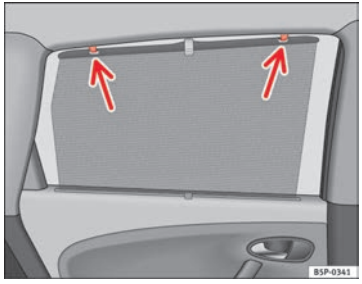

Fig. 85 Rear door sun visor ▶
– Pull out the visor and hook it onto the hooks at the top of the door frame ⇒ fig. 85.